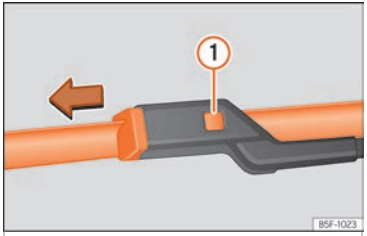

Fig. 41 Changing the windscreen wiper blades
- Press and hold release button ››› Fig. 41 (1) and pull gently on the wiper blade in the direction of the arrow.